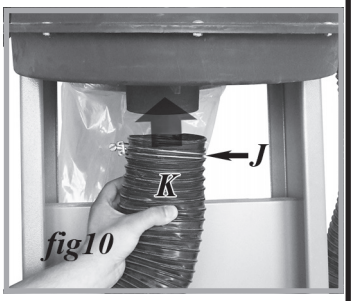

fig10
8. **ATTACHEZ LE BOYAU (K,** fig 10) à l'orrifice à la partie basse de l'assemblage ventilateur / séparateur (D) avec un des colliers de serrage (J).